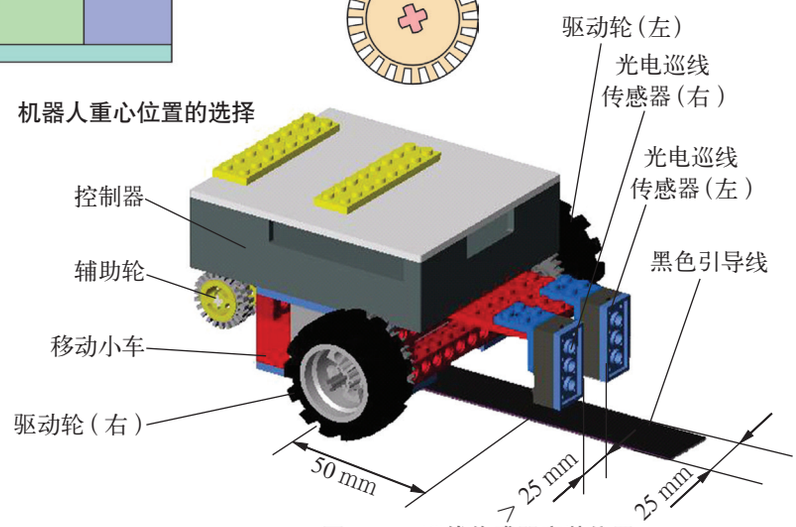

图 5.16　巡线传感器安装位置
2. 机器人上采用两个光电巡线传感器，推荐的安装位置是在车体前部距离驱动轮的轴线约 50 mm，它们的间隔应略大于引导黑线的线宽 25 mm（图 5.16）。以上两个参数的变化对机器人巡线效果会造成什么影响？如何确定这两个参数？